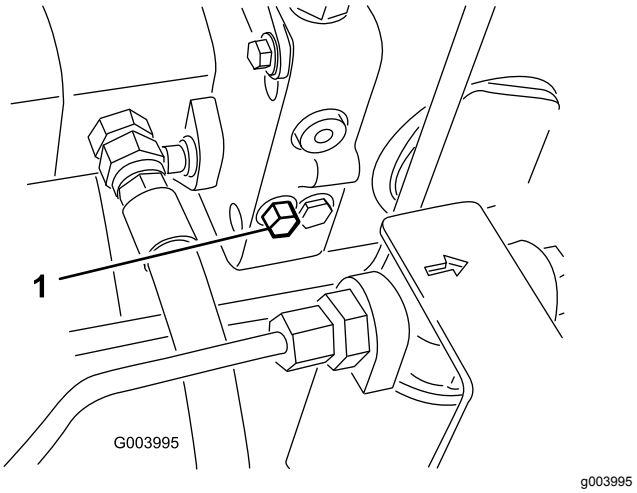

Figuur 68
1. Draai de bout van de omloopklep 1½ slag om deze te openen en de olie inwendig om te laten leiden (Figuur 68).